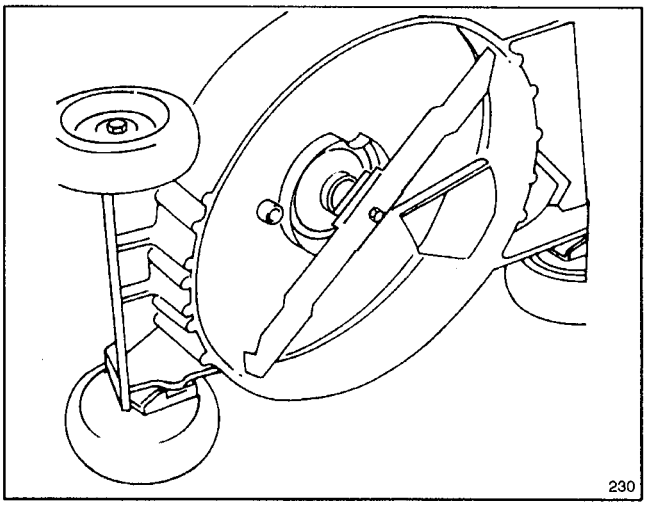

Figure 20
3. Tip mower on its right side (Fig. 20). Avoid rotating blade because starting problems may result.